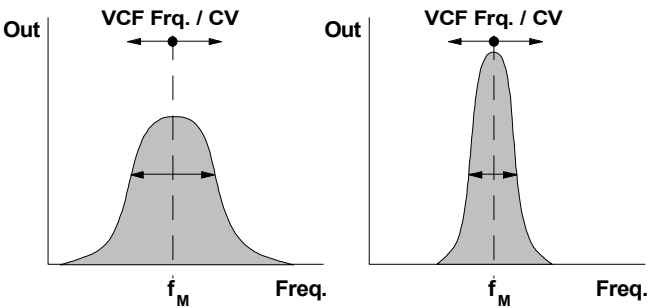

fig. 1: Frequency response of a band-pass filter with lower (on the left) and higher resonance
The A-127 is a triple resonant filter containing three band-pass filters each with controllable filter frequency f_M, resonance and amplitude. What a band-pass filter does is to attenuate signals in frequency ranges both above and below the filter frequency - referred to here as the middle frequency - resulting in a bell-shaped response curve (see fig. 1). In this way, a particular part of the audio spectrum can be singled out.
For each filter you use the frequency control to determine the exact position along the frequency axis, the resonance control to set the width of the frequency band let through, and the Audio Level control to set the volume (see fig. 1).
☞ The module is set up at the factory so that attenuator ① doesn't have any effect on the Original signal level ⑧, so the effected sound (3 Filters) and "Original" sound can be controlled separately, by ① and ⑧ respectively (see fig. 1). It's possible to change this by altering a jumper on the mixer circuit board (see chapter 7, Appendix), so that both the levels (Filter + Original) can be controlled by attenuator ① .
② LFO Frq.
⑥ Resonance
Control ⑥ is used to set the **filter resonance**. The higher this control is set, the narrower the **bandwidth** of the bandpass effect (see fig. 1).
❶ Audio In